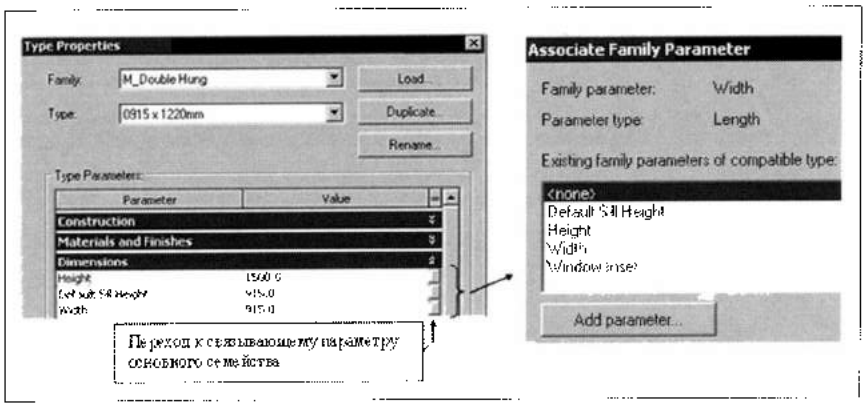

Рис. 12.17. *Связывание параметров основного и вложенного семейства*
3. В открывшемся боксе **Associate Family Parameter** (Связать параметры семейства) (рис. 12.17) выбрать параметр основного семейства, с которым должен быть связан выбранный параметр вложенного семейства, и нажать OK. После связывания двух параметров на кнопке, которой открывался упомянутый бокс, появляется знак равенства.